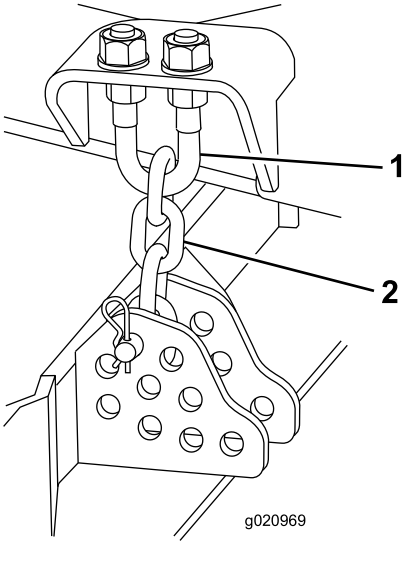

**Figuur 101**
4. Verwijder de R-pen en de gaffelpen waarmee de maaihoogtekettingen zijn bevestigd aan de achterkant van het maaidek (Figuur 101).